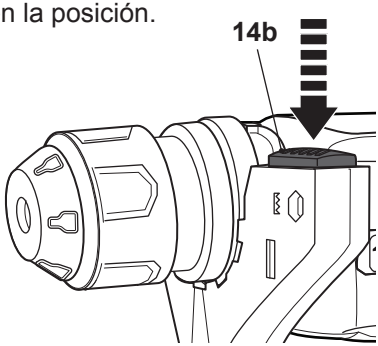

Fig. 4
>La profundidad de perforación puede ajustarse mediante el tope de profundidad (2). Presione la abrazadera de apertura rápida (14b) y manténgala presionada (Fig. 4).